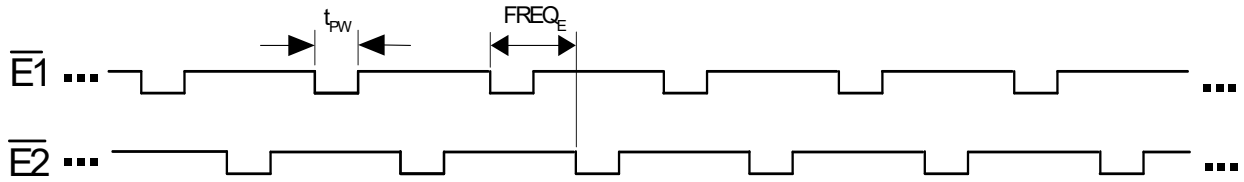

**Figure 4. Alternate Pulse Format on E1 and E2**
Setting bits MECH = 1 and STEP = 0 in the *Control Register* and ALT = 1 in the *Configuration Register* configures the $\overline{E1}$ and $\overline{E2}$ pins for alternating pulse format output (see Figure 4). Each pin produces alternating active-low pulses with a pulse duration ($t_{PW}$) defined by the *Pulse Width Register* (PW):